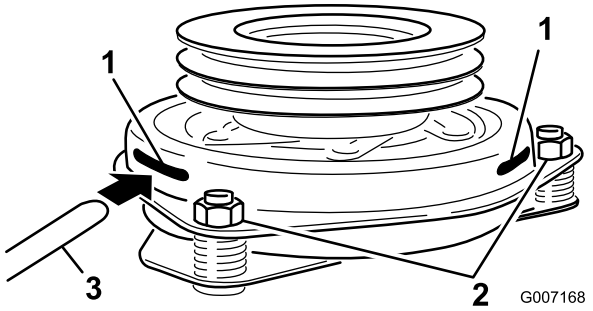

Figuur 56
9. Steek een voelermaat van 0,381–0,533 mm door een inspectiesleuf in de zijkant van de armatuur. Controleer of deze tussen de wrijvingsvlakken van de armatuur en de rotor zit (Figuur 56).
10. Draai de borgmoeren aan totdat de voelermaat licht is vastgeklemd maar gemakkelijk binnen de spleet kan bewegen (Figuur 56).